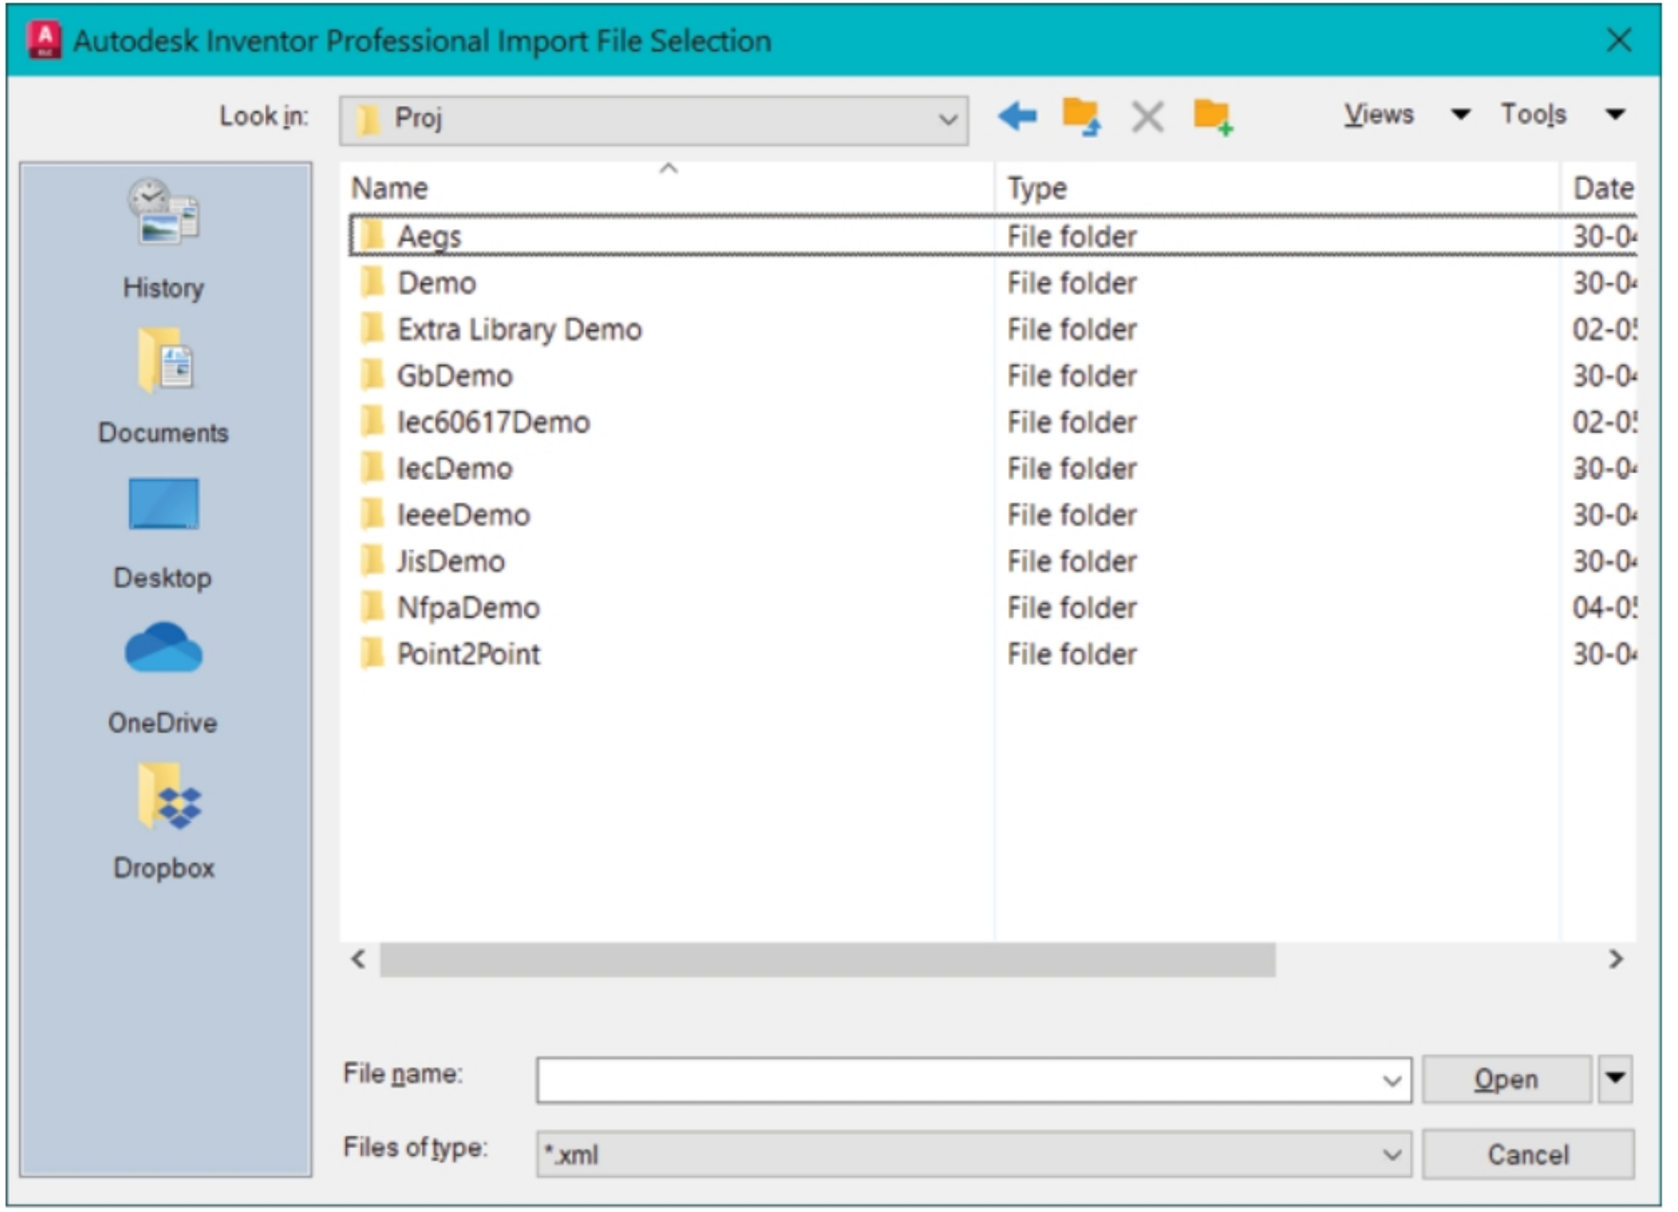

Figure-16. Autodesk Inventor Professional Import File Selection dialog box
- Click on the **Insert Connector (From List)** tool from the **Insert Connectors** drop-down. The **Autodesk Inventor Professional Import File Selection** dialog box will be displayed; refer to Figure-16.